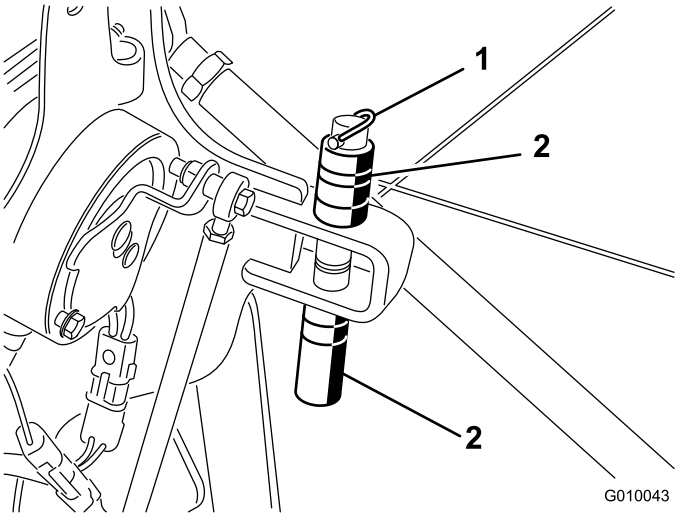

Rysunek 28
1. Wyjmij zawleczkę mocującą przekładki i kołki głębokości (Rysunek 28).